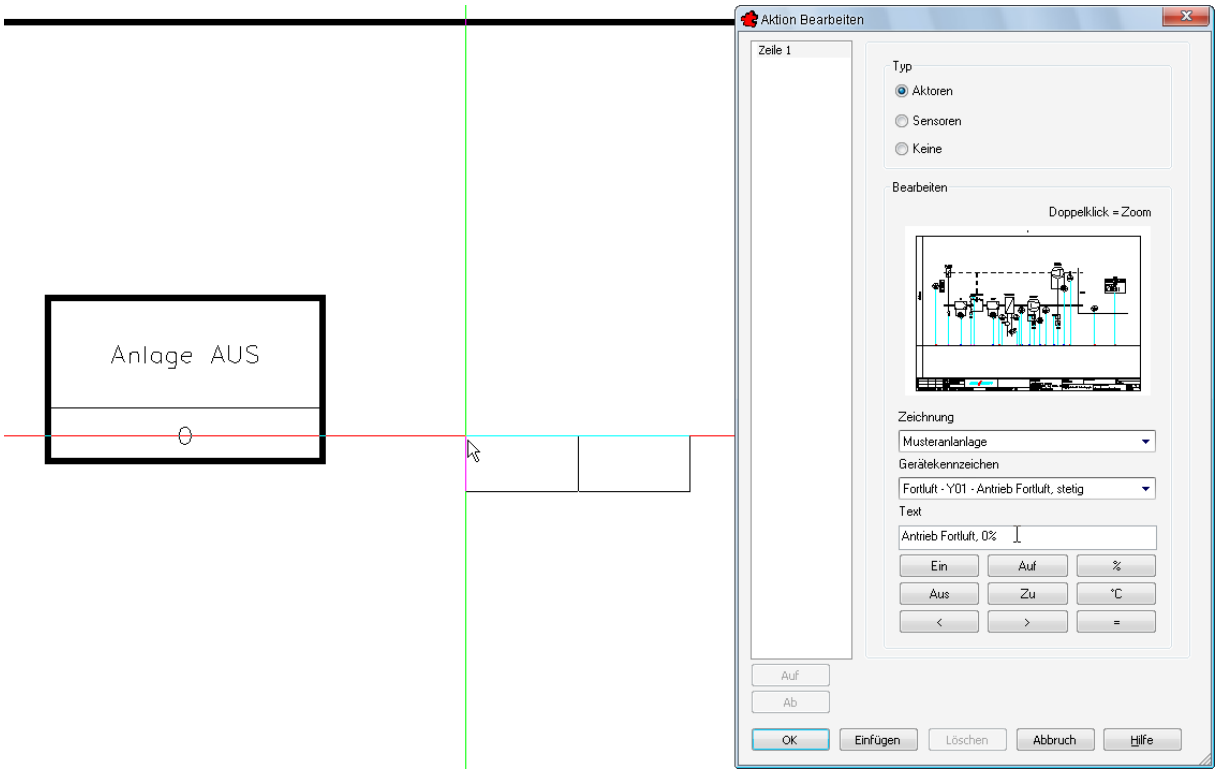

Bild 25.8 – Das Dialogfeld *Aktion erstellen*
- Rufen Sie die Funktion *Zustand => Aktion* auf. Hierauf platzieren Sie zunächst die Aktionstabelle selbst. Danach erscheint das Dialogfeld *Aktion bearbeiten* (Abb. 25.8 rechts).